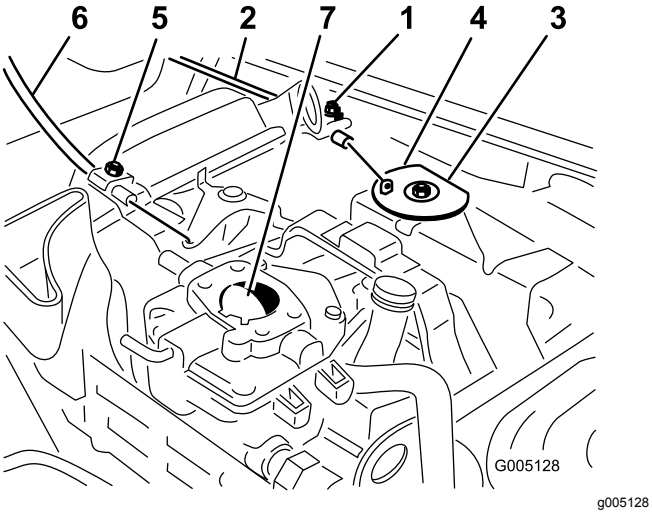

**Figur 47**
1. Lossa skruven på kabelklämman som fäster kabeln vid motorn (Figur 47).
3. Dra hårt i gasvajern tills lekarens baksida rör vid stoppet (Figur 47).
3. Dra hårt i chokevajern tills chokeregleringsspjället är helt stängt, och dra sedan åt skruven på kabelklämman (Figur 47).